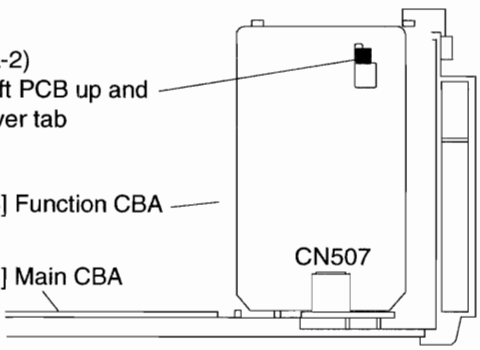

Fig. 4
2. Disconnect Connector (CN507) to remove Function CBA. Hold Main CBA while pulling up on the Function CBA. (Fig. 4)